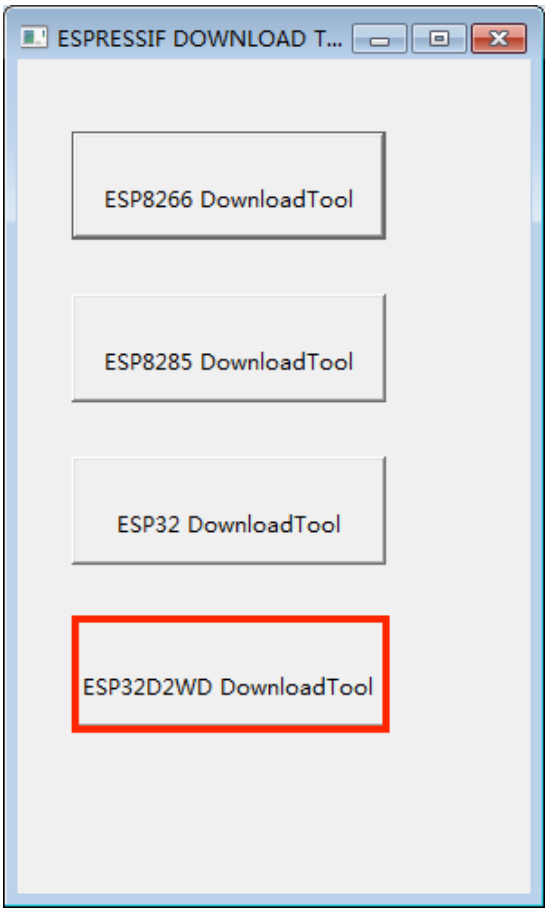

图 4-6.设备选择 — ESP32D2WD Download Tool
1. 打开下载工具，进入主界面，点击 ***"ESP32D2WD DownloadTool"***，如图 4-6。